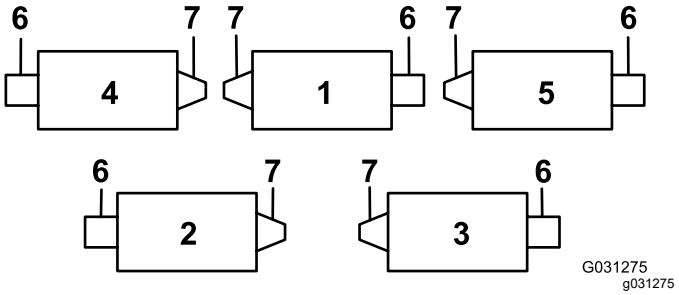
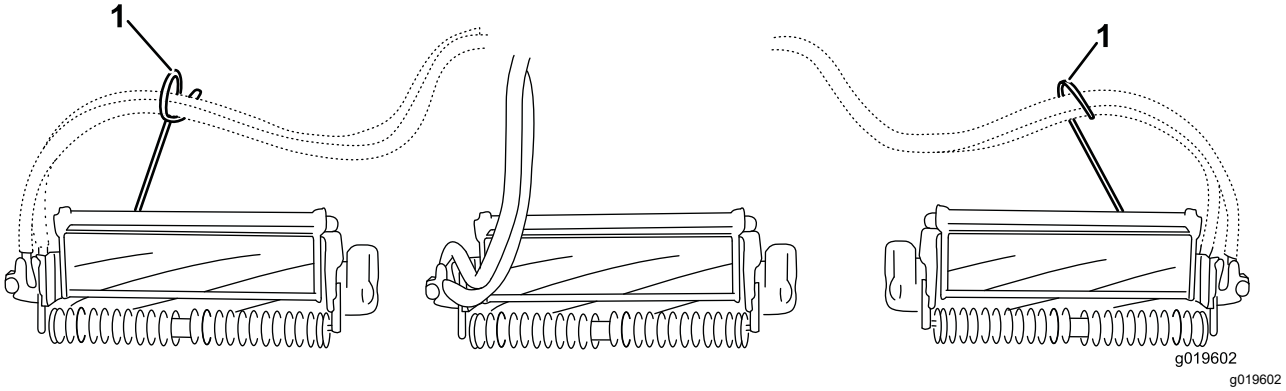
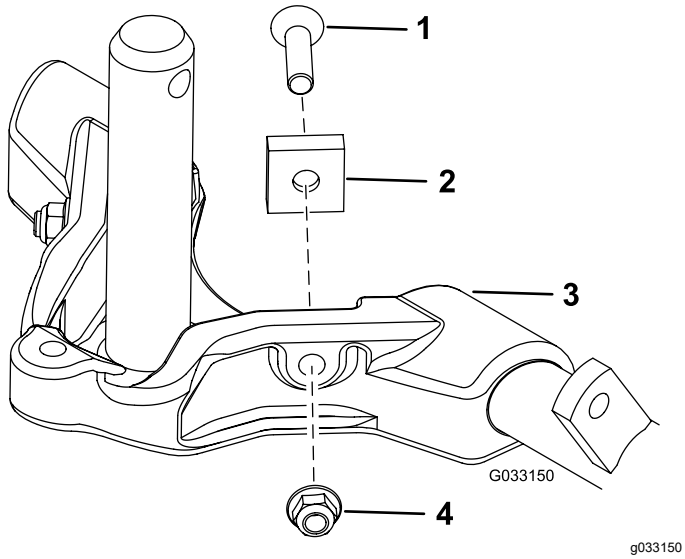

Figur 12
Figur 14
Figur 15
Vigtigt: **På klippeenhed 4 (forrest til venstre) og klippeenhed 5 (forrest til højre) bruges stangbeslagets monteringsmøtrikker til at montere slangeholderne forrest på klippeenhedens tapper. Slangeholderne skal læne imod den midterste klippeenhed (Figur 12 til Figur 14).**
7. Øg styringen på de bageste klippeenheder ved at fjerne de to drejeafstandsbøsninger, skruer med unbrakokærv og flangelåsemøtrikker (Figur 15) fra bærerammerne på de bageste klippeenheder (klippeenhed 2 og 3). Se Figur 12.